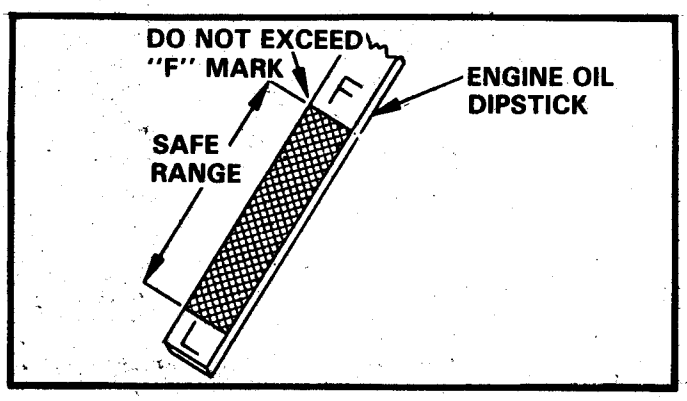

FIGURE 8
Check the engine crankcase oil level daily or after every 5 hours operation. It is essential that the oil level be maintained in the "safe" operating range as shown in Figure 8 at all times or serious engine damage could result.
To check the oil, stop engine and wipe all dirt and dust from around the dip stick, Figure 9. Pull dip stick out, wipe off the oil, re-insert dip stick and push it down tight. Pull the dip stick out and observe the oil level. Add sufficient oil of the proper viscosity to bring the oil up to the "FULL" (F) mark, see Figure 8. Be sure tractor is level to correctly read dip stick. Do not overfill. Oil level must never exceed full mark.